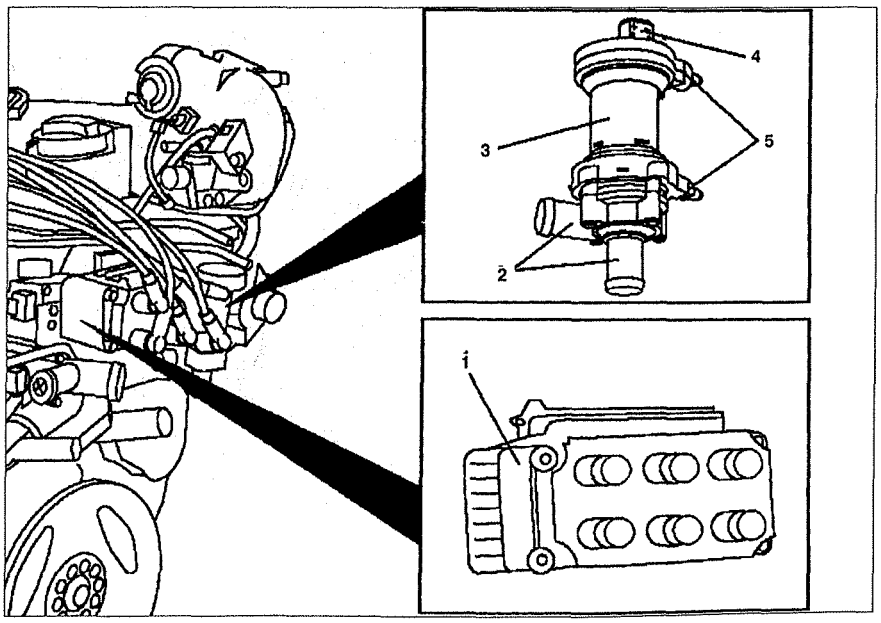

Рис. 3.39. Циркуляционный насос:
2. Снимите катушку зажигания **1** (см.рис.3.39).